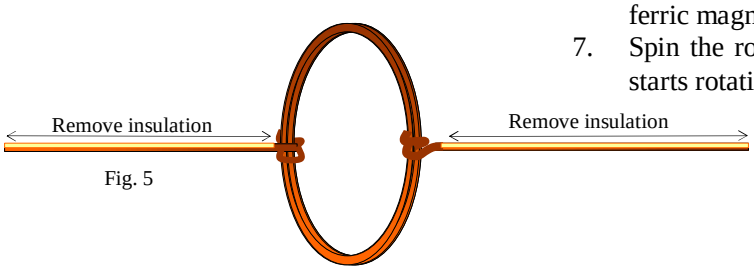

Fig. 5
4. Remove the upper insulation from the both ends of the wire with sandpaper or blades of scissors. Do not remove lower insulation. (Fig. 5)